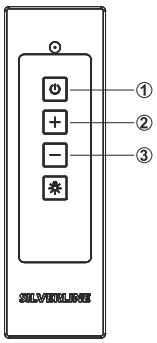

Abb. 13: Leistungsstufe ändern
1. Drücken Sie die Taste (Abb. 13/1).
2. Drücken Sie die Tasten + (Abb. 13/2) oder - (Abb. 13/3), um die Leistungsstufe zu ändern.